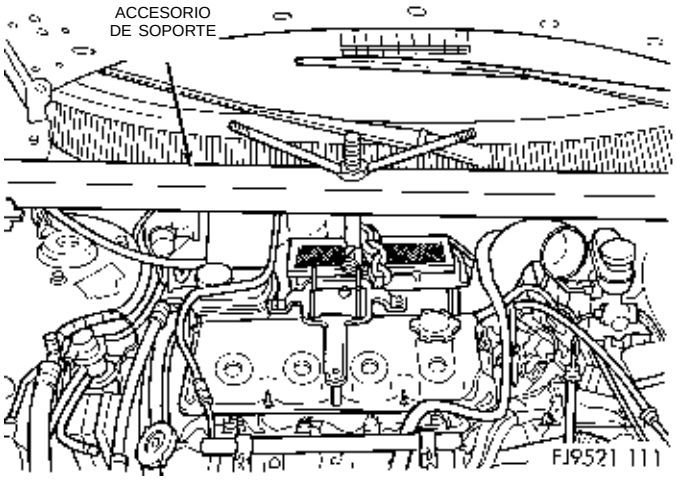

Fig. 36 Accesorio de puente del motor
(11) Instale el accesorio de puente del motor y soporte del motor (Fig. 36).